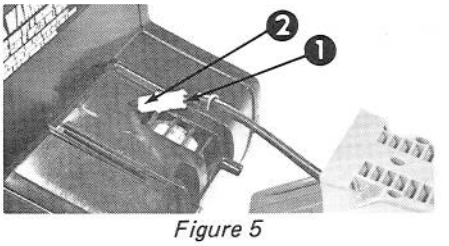

Figure 5
11. Couchez la tête motorisée et le manche sur une surface plane, comme à la Figure 5.
12. Assemblez le connecteur de la tête motorisée à celui du manche en les glissant l'un dans l'autre (Fig. 5).